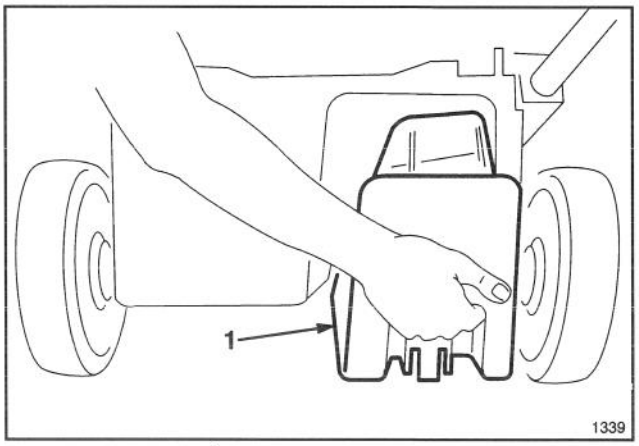

Abbildung 4
2. Die Auswurfklappe öffnen und den Verschluß in die Auswurföffnung schieben (Abb. 4).